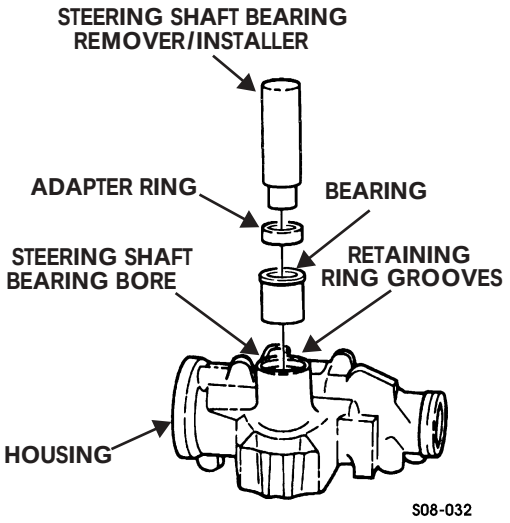

Figure 8-41: Steering Shaft Bearing
c. Using steering shaft bearing remover/ installer and adapter ring, install bearing until seated in housing (Figure 8-41).